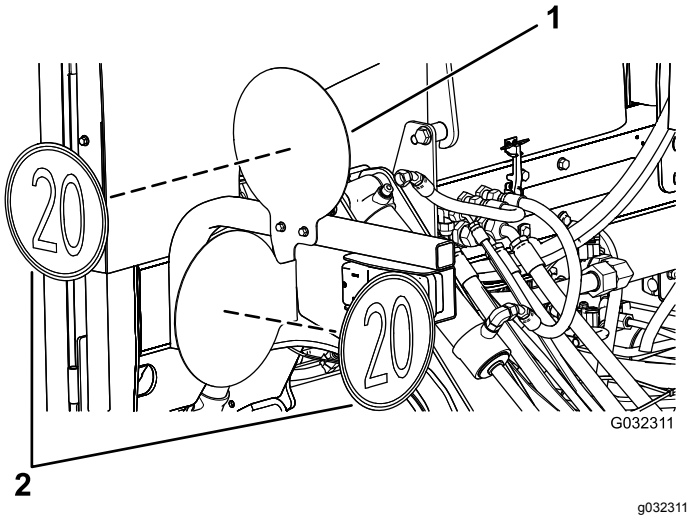

Bild 36
3. Bringen Sie die Aufkleber an den nach außen zeigenden Oberflächen der Platten aus (Bild 36).